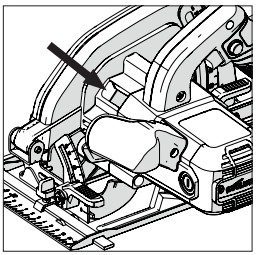

Рис. 3
- Найдите кнопку блокировки вала устройства (расположение на всех устройствах аналогичное). С помощью кнопки блокировки шпинделя заблокируйте шпиндель циркулярной пилы. **(Рис. 3)**.